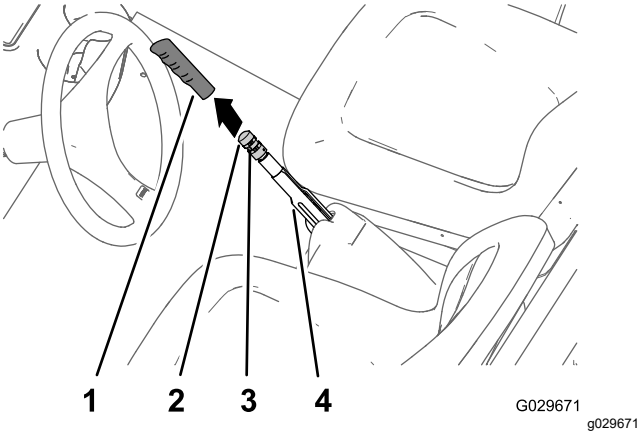

Figur 65
1. Fjern grebet fra parkeringsbremsehåndtaget (Figur 65).
2. Løsn sætskruen, der fastgør bremsejusteringsgrebet til parkeringsbremsehåndtaget (Figur 65).
3. Drej bremsejusteringsgrebet, indtil du når en kraft på 133 til 156 N, for at aktivere parkeringsbremsehåndtaget (Figur 65).
4. Stram sætskruen og monter håndgrebet (Figur 65).
2. Løsn sætskruen (Figur 65), der fastgør bremsejusteringsgrebet til parkeringsbremsehåndtaget, deaktiver parkeringsbremsen, og løsn bremsejusteringsgrebet.
5. Drej bremsejusteringsgrebet (Figur 65), indtil du når en kraft på 133 til 156 N, for at aktivere parkeringsbremsehåndtaget.
C. Drej bremsejusteringsgrebet (Figur 65), indtil du når en kraft på 133 til 156 N, for at aktivere parkeringsbremsehåndtaget.
- Stram sætskruen, og monter grebet (Figur 65).